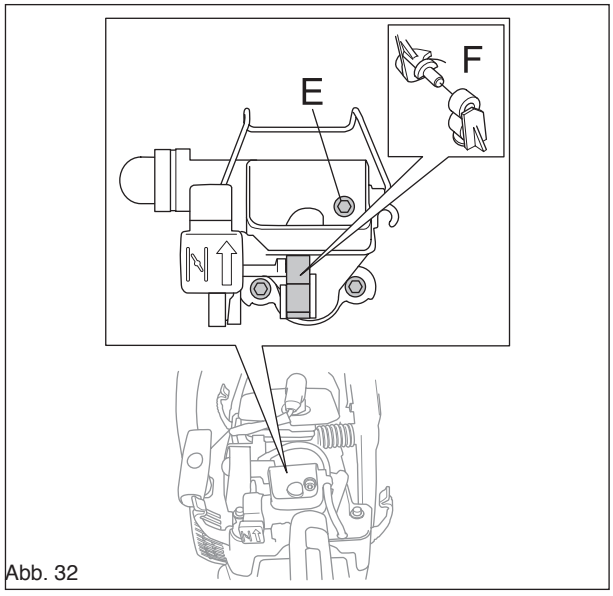

Abb. 32
5. Schrauben (E) lösen und Gummihalterungen (F) aushaken. (Siehe Abb. 32.)